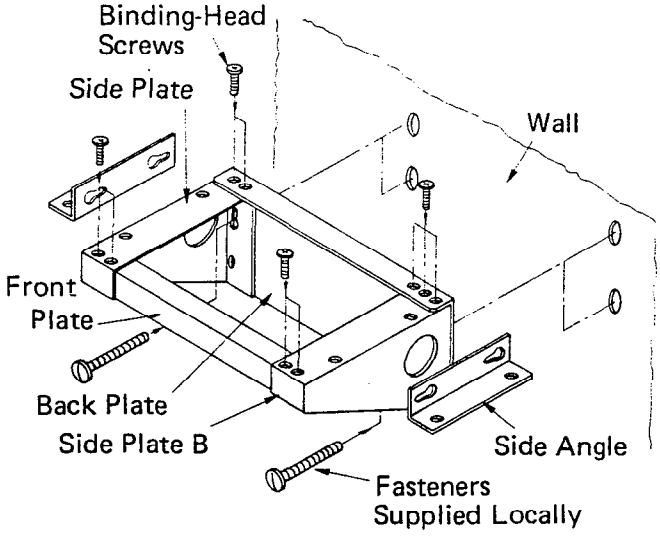

FIGURE 5—ASSEMBLED
a) Attach the two side plates (A & B) to the back plate using four of the binding-head screws supplied with the kit (Figure 5). Note that three holes are provided on the right side of the back plate. Use the inner two holes for STRATA XII and the outer two for STRATA XX. (When arranged for STRATA XX mounting, the side plate will extend beyond the back plate.)